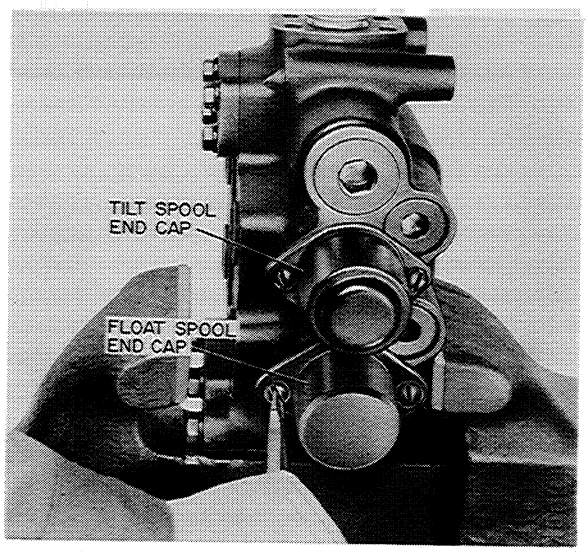

Figure D-57
1. Remove the screws that hold the float spool and tilt spool end caps to the valve body, Figure D-57.